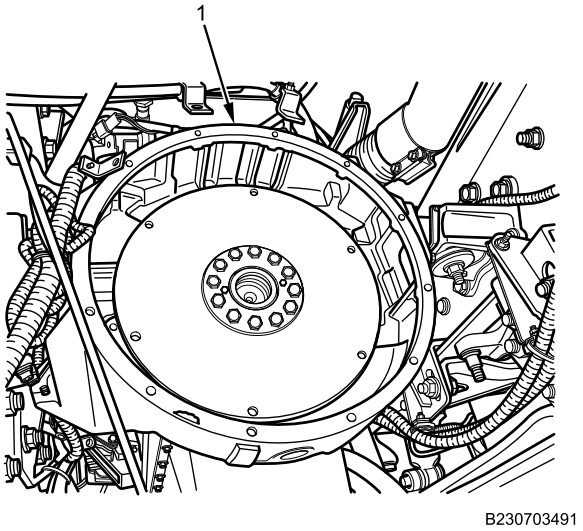

Figure 15. Transmission-to-Engine Mating Surface (Engine Shown).
2. Clean the transmission-to-engine mating surfaces (Figure 15, Item 1).